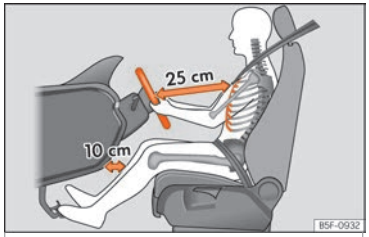

Fig. 85 Distância correta entre o condutor e o volante.
– Ajustar o volante de modo a ficar uma distância mínima de 25 cm entre o volante e o tórax ››› Fig. 85.
- **Regule o banco do condutor de modo a assegurar uma distância mínima de 25 cm entre o tórax e o centro do volante ››› Fig. 85. Se a distância for inferior a 25 cm, o sistema de airbags pode não o proteger corretamente.**